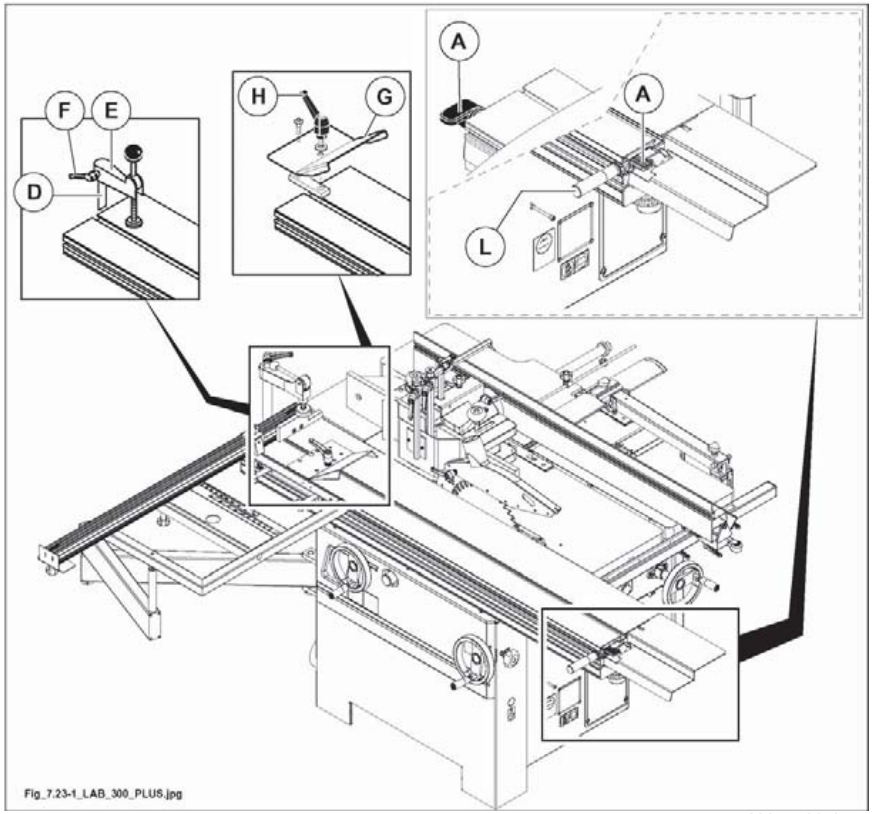

Abb. 7.23-1
Hebel (A Abb. 7.23-1) dient zum Blockieren / Lösen des Schiebetisches:
- der Hebel (A Abb. 7.23-1) dient zum Blockieren des Waggons in der Ruheposition (Waggon geschlossen) und in der Ladeposition des zu bearbeitenden Teils (Waggon am rechte Endanschlag).
- stelleiste des Bolzens (D Abb. 7.23-1) in die Nute des Schiebetisches einsetzen, Arm (E Abb. 7.23-1) an den Bolzen einbauen, Griff (F Abb. 7.23-1) festklemmen.
- Besäum-Klemmschuh (G Abb. 7.23-1) anbringen durch Einsetzen der Stelleiste in die Nute des Schiebetisches, Griff (H Abb. 7.23-1) festklemmen.
- Griff (L Abb. 7.23-1), der im Zubehöpaket mitgeliefert wird, an den Schiebetisch in der gewünschten Position anbringen, dann Griff einschrauben.
Die Übereinstimmung der Vorrichtung (G Abb. 7.23-1) ermöglicht Präzisions-Anschläge auch mit Stücken, die keine einheitliche Anschlagoberfläche haben, auszuführen.
zur Verstellung des Schiebetisches IMMER (L abb. 7.23-1).
schiebetisch durch die Griffe (L fig. 7.23-1) bewegen um das meglische Quetschen der Hände mit den Festteilen der Maschine zu vermeiden.